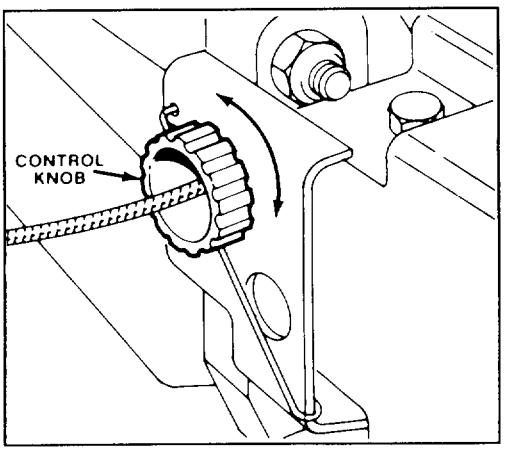

Figure 19
2. ADJUSTMENT (Fig. 19)—Rotate control knob clockwise 1/2 turn if mower does not self-propel. If mower creeps forward, rotate knob 1/2 turn counterclockwise to loosen belt.